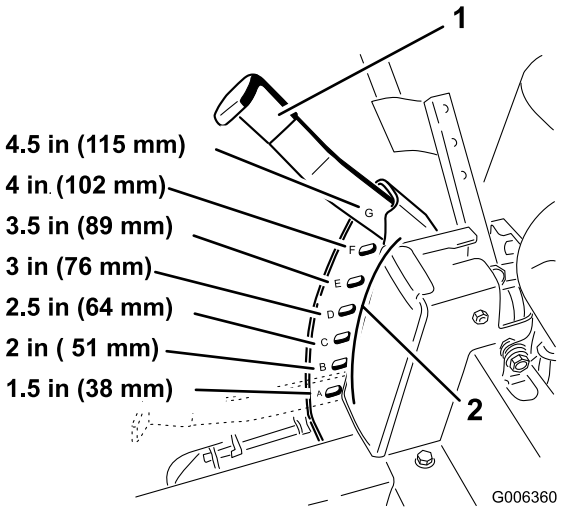

Figur 17
3. Flytt klippehøydespaken til transportstillingen **G** (samme som klippehøydestilling 4 1/2 tomme / 115 mm) (Figur 17).